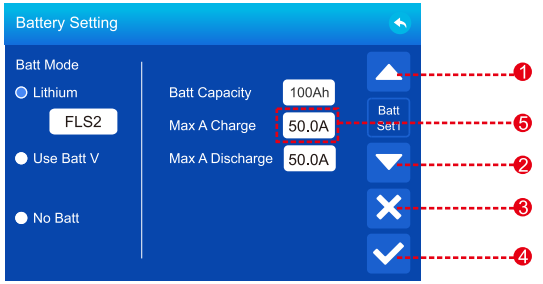

Figure 5.2-1 Battery Setting
Button Instructions:As shown in Figure 5.2-1.Press the Up key(or click①)can go to the previous setting page.Press the Down key(or click②)can go to the next setting page.If want to set The MAX Charge current number,click⑤ then press the Up/Down key to Add/Subtract the number,press the Enter key(or click④) to confirm the number.Press the Esc key(or click③)to exit setting mode.